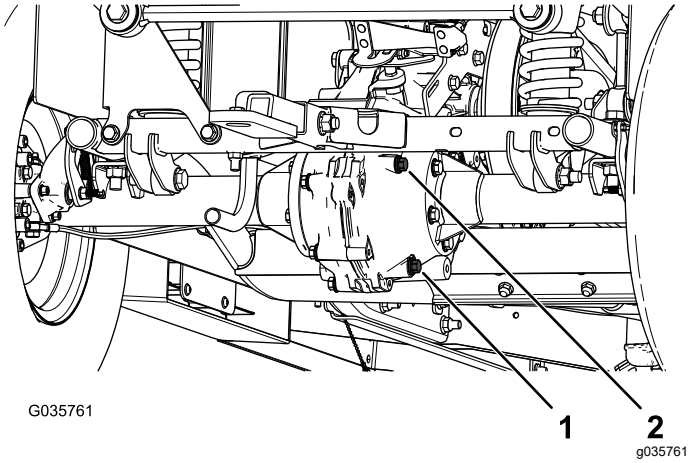

Figuur 59
4. Verwijder de vulplug op de transaxle (Figuur 59).
5. Als het vloeistofpeil te laag is, verwijder dan de vulplug en vul bij met de aanbevolen vloeistof tot deze uit de opening stroomt (Figuur 59).
1. Plaats een opvangbak onder de aftapplug (Figuur 59).
2. Verwijder de vulplug en de pakking (Figuur 59).
3. Verwijder de aftapplug en de pakking, en laat alle vloeistof weglopen (Figuur 59).